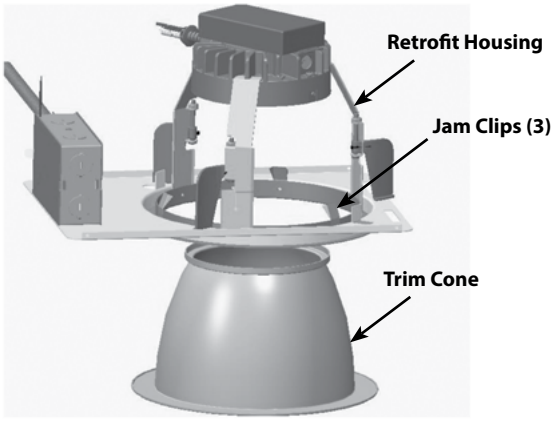

Fig.5.
5. Install **Trim Cone** in the **Retrofit Housing** as shown in **Fig. 5. Jam Clips (3)** will hold the **Trim Cone** in place.